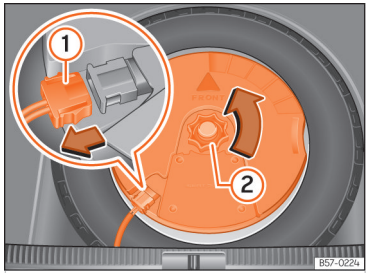

Abb. 191 Im Gepäckraum: Subwoofer ausbauen.
- Ziehen Sie das Subwoofer-Lautsprecherkabel heraus ››› (Abb. 191) ①.
- Drehen Sie das Befestigungshandrad entgegen dem Uhrzeigersinn heraus ››› (Abb. 191) ②.